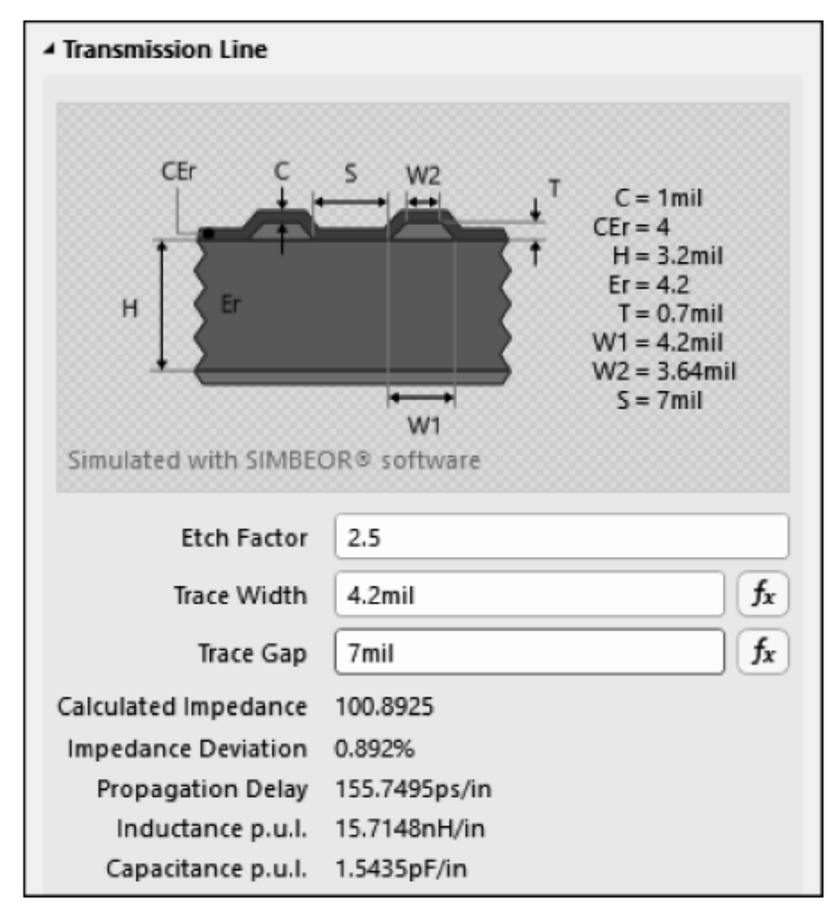

图 3-39　100Ω 的阻抗调整
③ 由于线宽与阻抗成反比,与线距成正比,可将线宽和线距都改大,最终调整结果如图 3-39 所示。